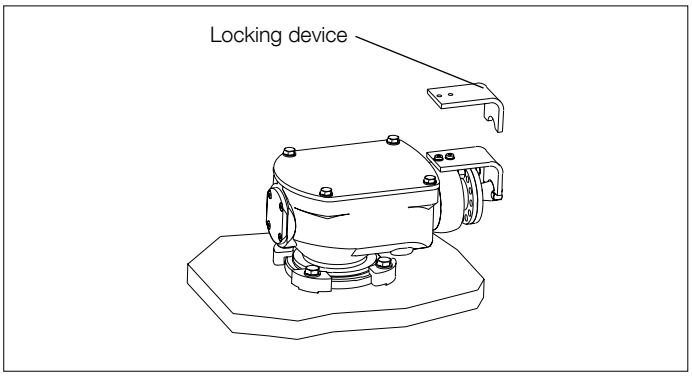

Fig. 42. Locking device, single-unit tap-changer.
5. Remove the locking device on the bevel gear of the diverter switch housing by loosening the two set screws; see Fig. 42.